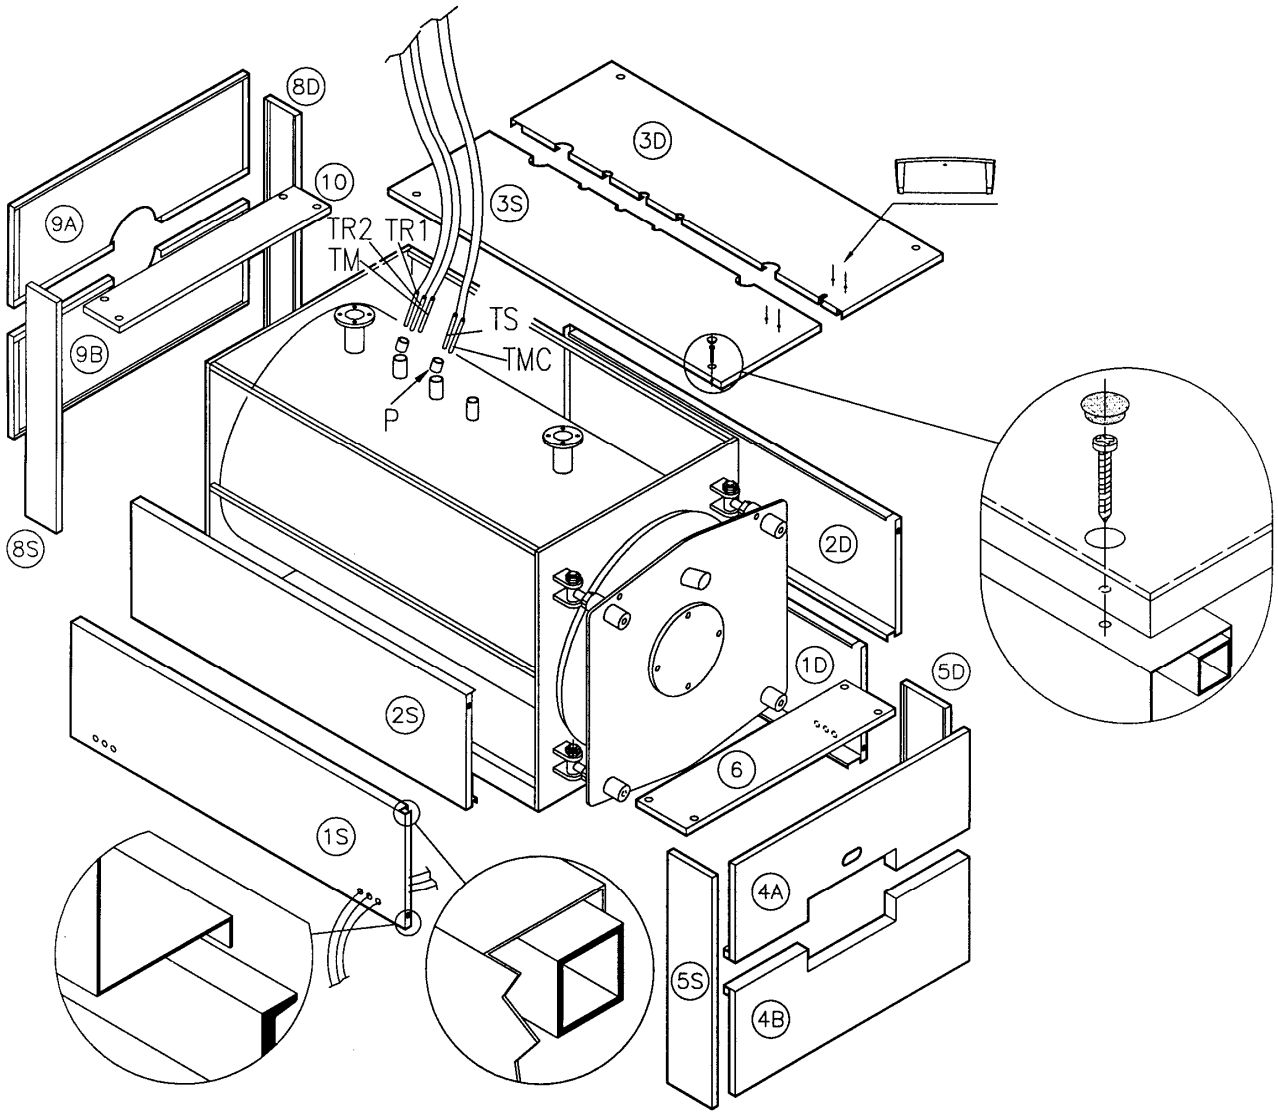

Рис. 10
4.2 ОБШИВКА КОТЛА ALPHA R 50÷130 (Рис. 10)